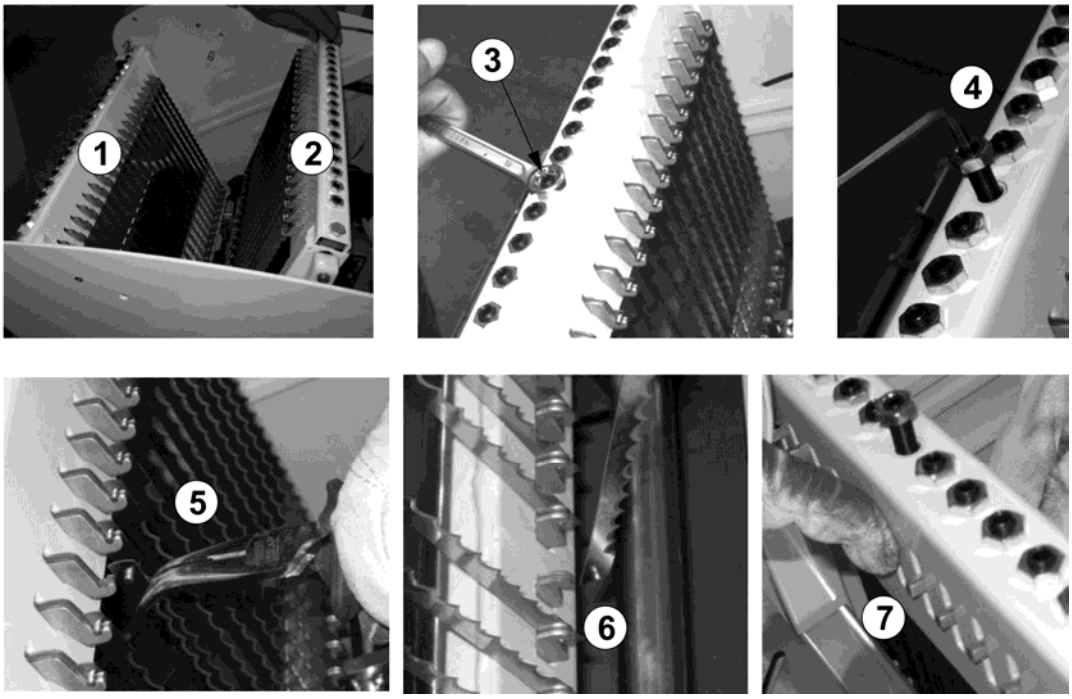

Figura 13
13. Separare “a libro” i due telai rif. 1 e rif. 2 Figura 13 spingendo all’indietro il telaio posteriore rif. 2;
14. Allentare il controdado di fermo rif. 3 in corrispondenza della lama da cambiare, con una chiave a brugola svitare quanto basta la relativa vite di tensionamento rif. 4 Figura 13;
15. Con una pinza afferrare la lama da sostituire e sfilarla dai relativi agganci rif.5/6 Figura 13 e riporre la lama in luogo sicuro per evitare rischi di taglio in caso di contatto accidentale;
18. Riportare il telaio rif. 2 Figura 13 in posizione originale e riposizionare, su ambo i lati, le bielle fissando le relative viti (ricordarsi di inserire i distanziali in plastica);